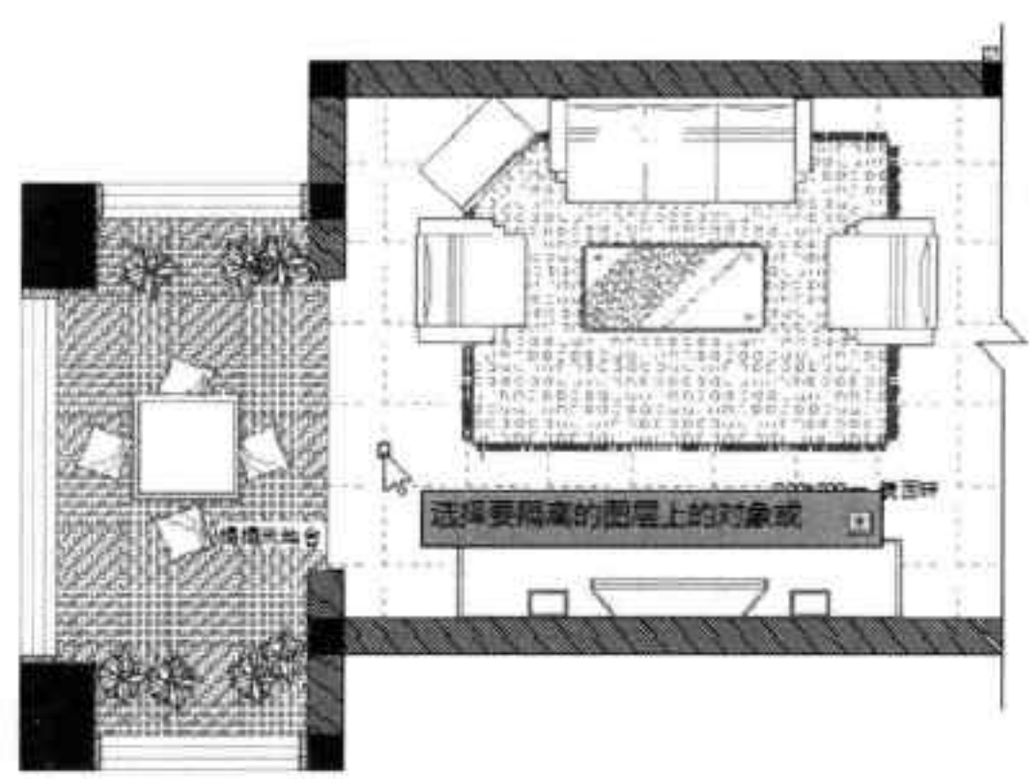

图3-32 选择“填充”图形
Step 02 根据命令行提示，选择所需隔离图层上的图形对象，这里选择“填充”图形，如图3-32所示。